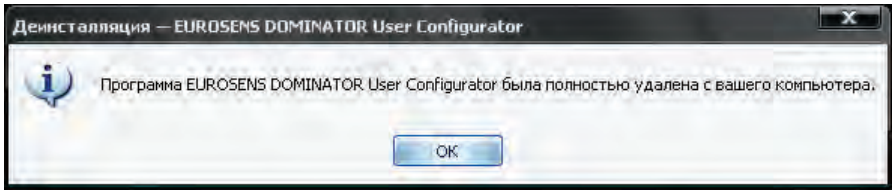

Рис.18
3) подтвердить завершение удаления, нажав кнопку "ОК" (рис.18);